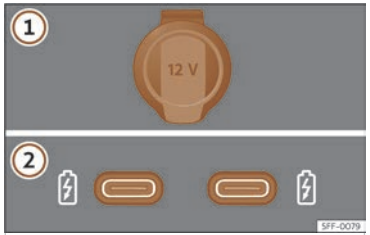

Fig. 163 Preses de corrent de 12 volts del vehicle.
>>> **fig. 163**
En funció de l'equipament i del país, el vehicle pot disposar també de connectors USB amb funció **exclusivament de càrrega o presa de corrent** >>> **fig. 163** ②.